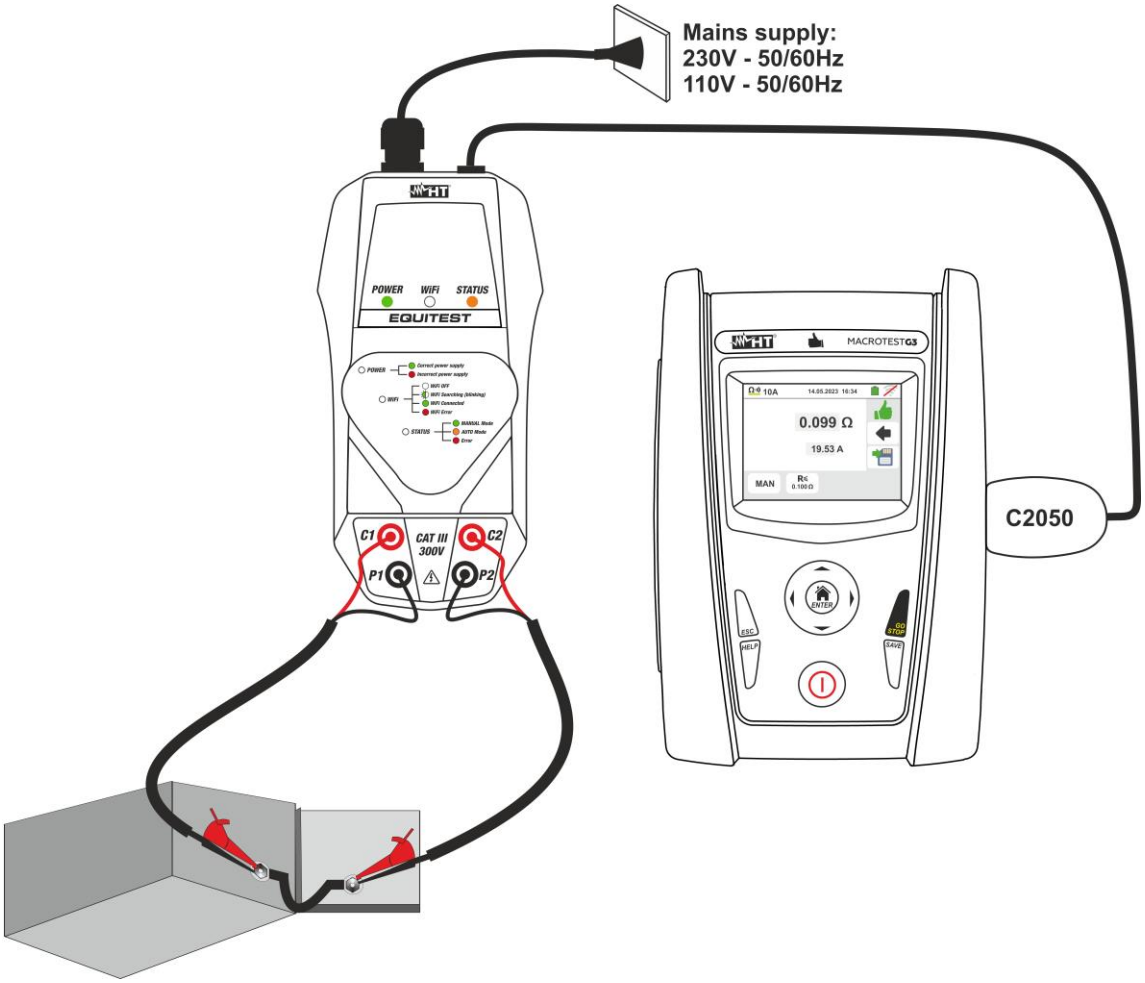

Fig. 36: Misura continuità conduttori di protezione con accessorio EQUITEST
5. Collegare i terminali a coccodrillo al conduttore da testare (per ogni dettaglio vedere il manuale d'uso dell'accessorio EQUITEST) come mostrato nella Fig. 36